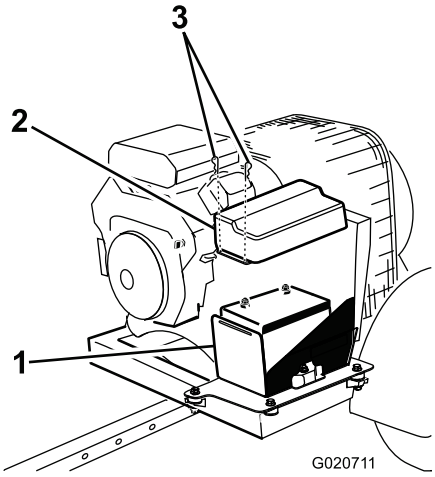

Figur 3
1. Fjern clipsen, der fastgør batteridækslet til batterikassen (Figur 3). Fjern dækslet fra kassen.